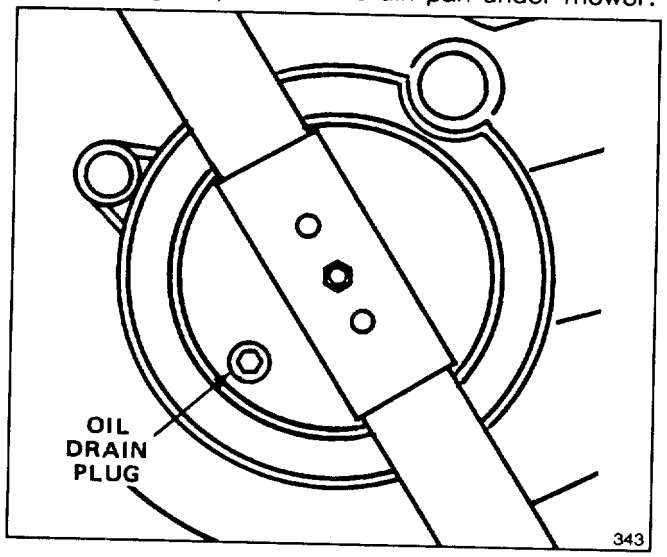

Figure 14
3. Tip mower on its right side. Remove drain plug from underside of mower using a 516" allen wrench (Fig. 14). Place a drain pan under mower.